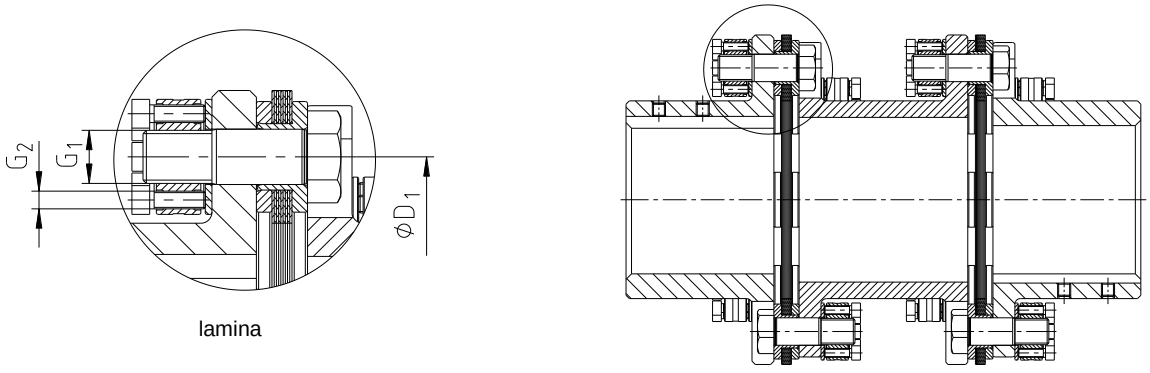

rysunek 25: montaż łącznika płytkowego (laminy) RADEX®-N rozmiar 136 - 336 oraz 138 - 338
- Zmontować laminy z elementem pośrednim (patrz rysunek 25). Dla wykonania NN stosowana jest wyłącznie jedna lamina (brak elementu pośredniego).
- Najpierw skręcić wszystkie elementy ręcznie, śruby wkładać na przemian od lewej i od prawej strony (patrz rysunek 25). Przy rozmiarze 156 oraz 158 zastosować podkładkę pod łeb śruby.